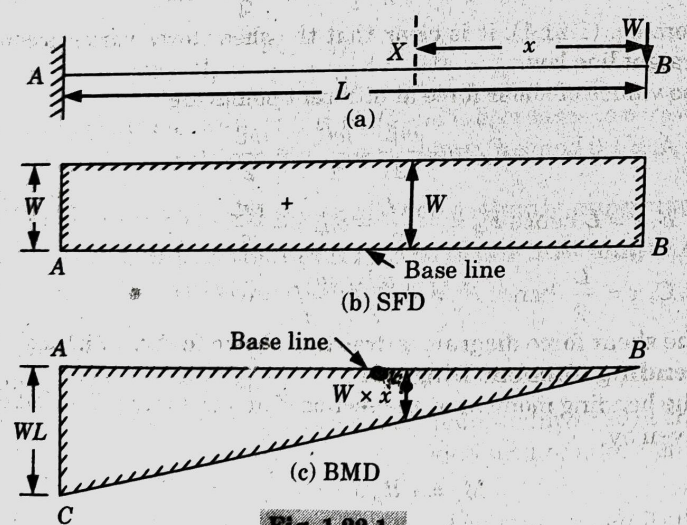

Fig. 1.22.1.
1. Fig. 1.22.1 shows a cantilever AB of length L fixed at A and free at B and carrying a point load W at the free end B.
6. The shear force will be constant at all sections of the cantilever between A and B as there is no other load between A and B. The shear force diagram is shown in Fig. 1.22.1(b).
The BM diagram is shown in Fig. 1.22.1(c).